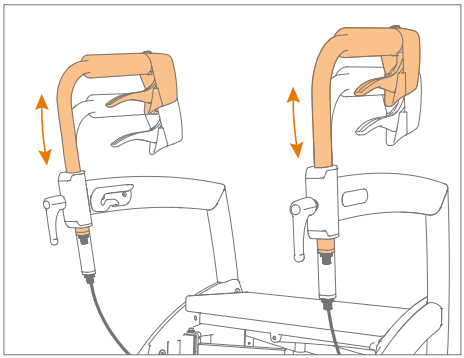

Figure 15: Régler la hauteur correcte.
b. Glissez la poignée à la bonne hauteur pour vous **(Figure 15)**.